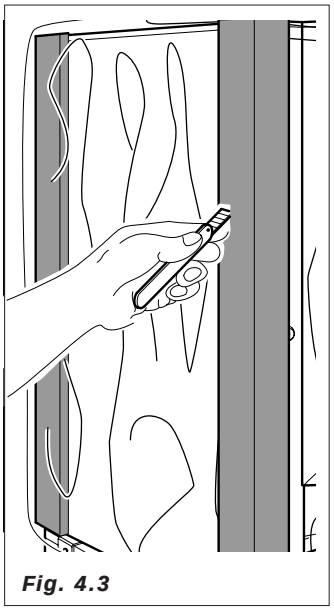

Fig. 4.3
- Liberar al distribuidor de su embalaje, cortar el film exterior y extraer las cantoneras *(Fig.4.3)*.